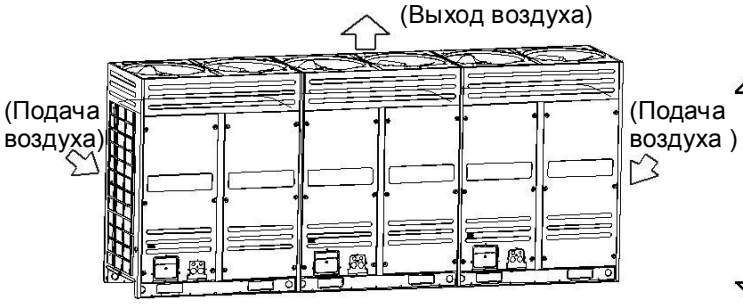

Рис.1
- Обеспечьте достаточно места для техобслуживания. Модули в одной и той же системе должны быть установлены на одном уровне (см. рис.1)